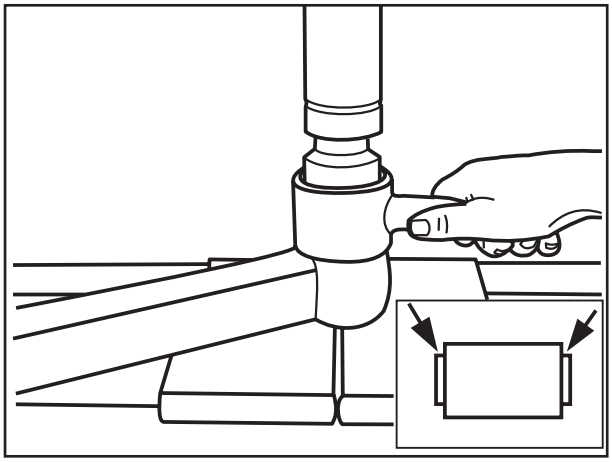

Рис. 12
(22) Запрессовывать втулку подходящей нажимной гильзой (рис. 12) так, чтобы выступ втулки был с обеих сторон одинаковым (рис. 12/стрелки).
- С обеих сторон выступ втулки должен быть одинаковым (рис. 12/стрелки).